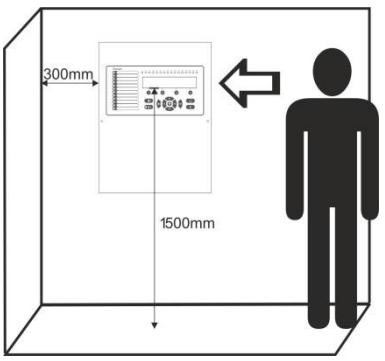

Figure 1
• The panel must be installed in a clean dry place and must not be subjected to impact or vibrations (Figure 1). It must be situated far from heating appliances. The temperature must be within -5ºC and + 50ºC. The fire panel is not waterproof!